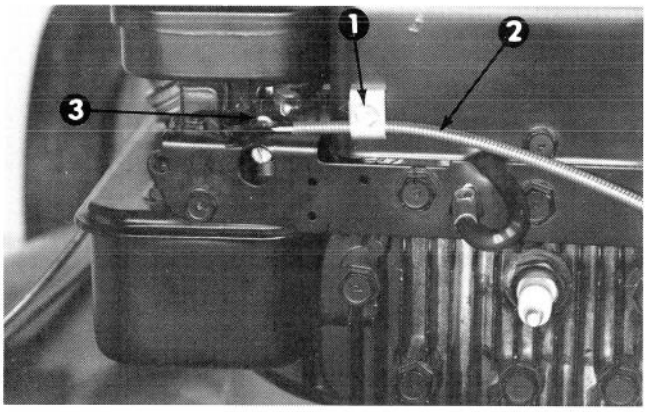

Figure 28
2. Loosen cable clamp screw until throttle cable is free to slide (Fig. 28).
3. Move carburetor control arm to the right until it contacts grounding bracket (Fig. 28). Pull throttle cable slightly to remove any slack, and tighten the cable clamp screw to lock the adjustment in place.